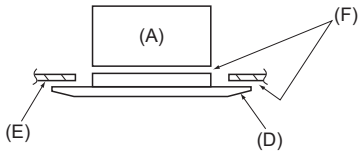

Abb. 10-7
* Sicherstellen, dass sich zwischen dem Hauptgerät und der Blende oder der Blende und der Decke keine Lücken befinden. (Abb. 10-7)